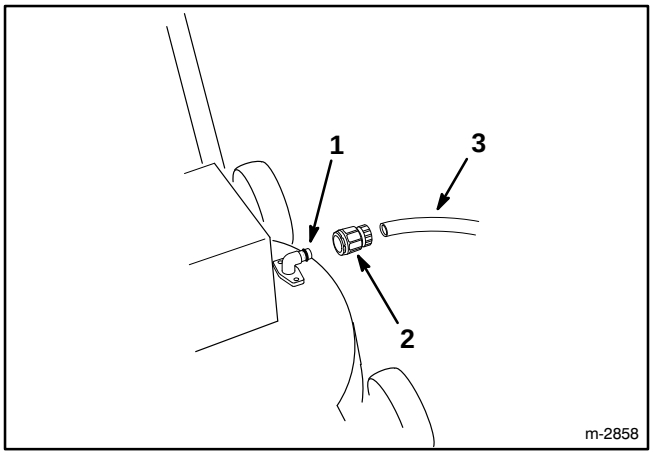

Figure 29
2. Attach a quick disconnect coupling (sold separately) to the end of the garden hose. Attach coupling to mower washout fitting and turn water on high (Fig. 29).